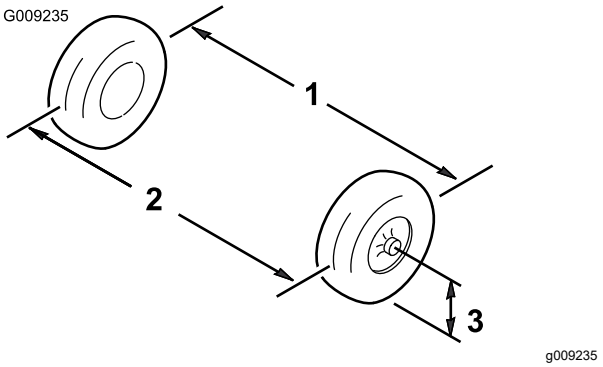

Figuur 47
1. Meet ter hoogte van de as de afstand tussen de voorwielen aan de voorkant en de achterkant van de wielen (Figuur 47).